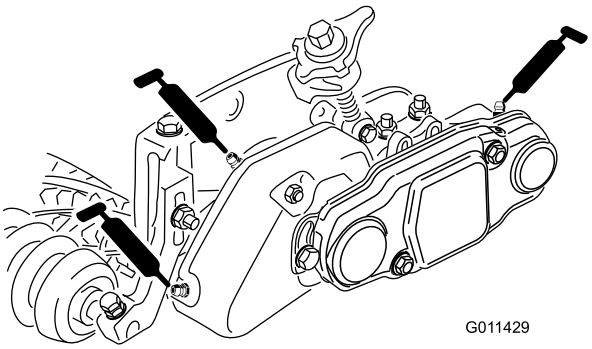

Figura 35
49. Llene el alojamiento del cojinete de cada molinete con grasa (Figura 35). El exceso de grasa saldrá entre las juntas interiores y los protectores.
50. Engrase cada uno de los cojinetes del acondicionador (2 o 3 aplicaciones como máximo) (Figura 35). No aplique demasiado grasa, porque un exceso de grasa podría causa un fallo de la junta. Limpie cualquier exceso de grasa.